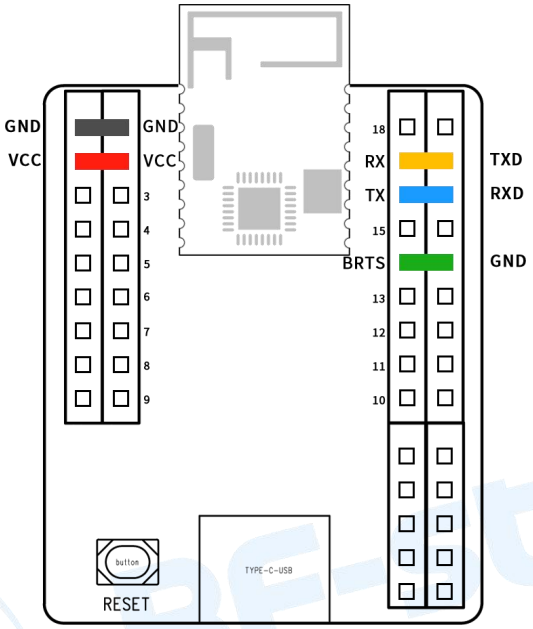

图 2.2.1
使用我司 2340A2(I) 透传模块时，如图 2.2.1 所示，需要将模块的 5 个引脚分别使用跳线帽与 BT02 短接：GND、VCC、RX、TX、BRTS（相同颜色位置的排针使用跳线帽短接）。